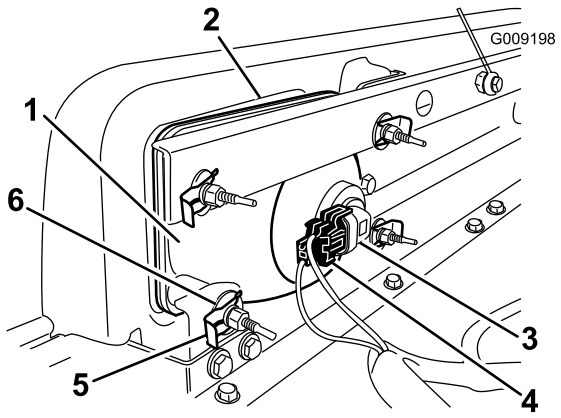

**Figur 34**
2. Demontera strålkastarenheten genom att flytta den framåt genom öppningen i den främre stötdämparen (Figur 34).
3. För in den nya strålkastaren genom öppningen i den främre stötdämparen (Figur 34). Kontrollera att justerstolparna är inriktade efter hålen i monteringsfästet på stötdämparen.